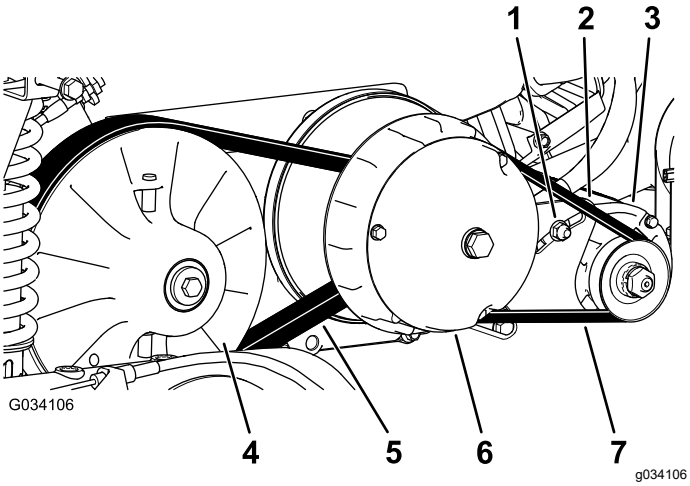

Figur 66
6. Drej og efterse remmen (Figur 66) for tegn på overdreven slid eller skader.
3. Drej remmen, og før den over den sekundære kobling (Figur 66).
4. Fjern remmen fra den primære kobling (Figur 66).
5. Placer den nye rem over den primære kobling (Figur 66).
6. Drej remmen, og før den over den sekundære kobling (Figur 66).
2. Løsn startgeneratorens drejemøtrik (Figur 66).
4. Tryk løftestangen nedad for at dreje starteren ned i åbningen, indtil remmen kun giver en afbøjning på 6,4 mm ved en kraft på 44 N (Figur 66).
5. Tilspænd drejemøtrikken med håndkraft, og afmonter løftestangen (Figur 66).